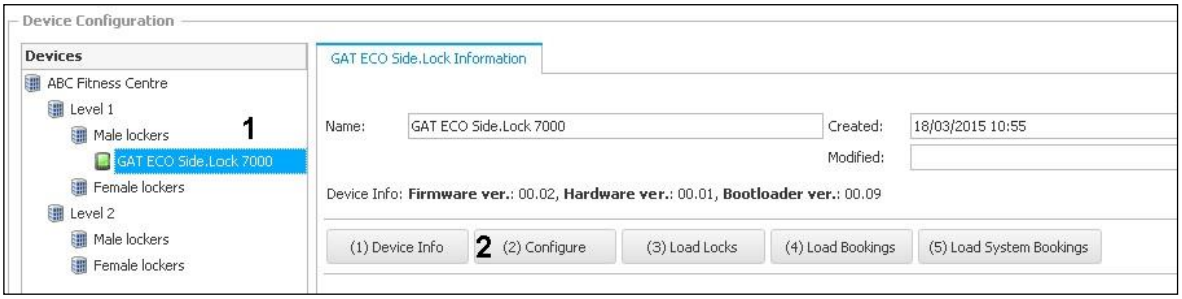

Figure 5.4 *– GAT Config Manager – View configuration settings*
► Select the GAT ECO.Side Lock 7010 F/ISO from the “Devices” directory (1 in Figure 5.4), which is displayed here as “GAT ECO.Side Lock 7000”.
► Click on the “(2) Configure” button (2 in Figure 5.4).